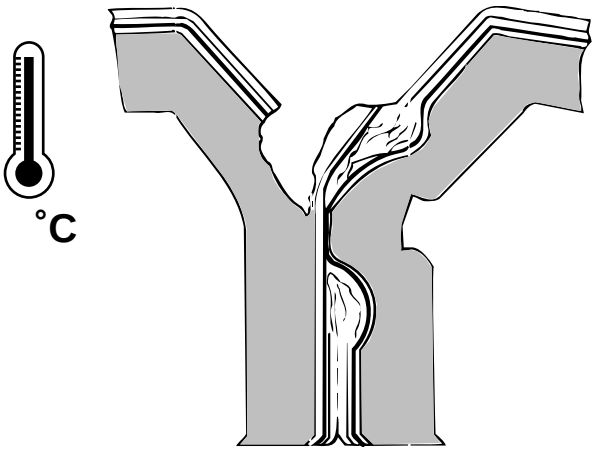

fig.1
- la soldadura permanece intacta pero se rompe la capa de cartón (fig. 1)